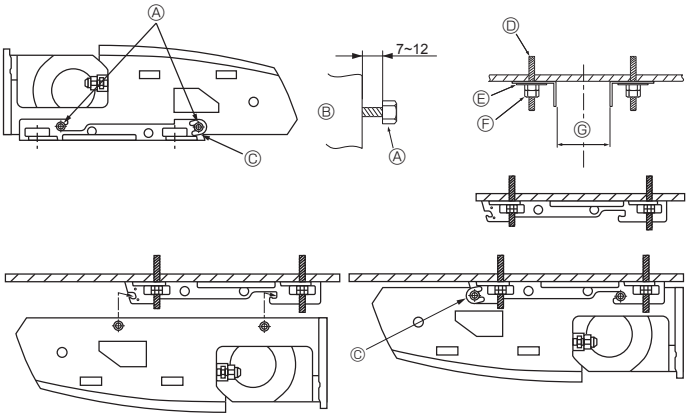

Fig. 3-6
2) Установка навесных скоб в потолке (Fig. 3-6)